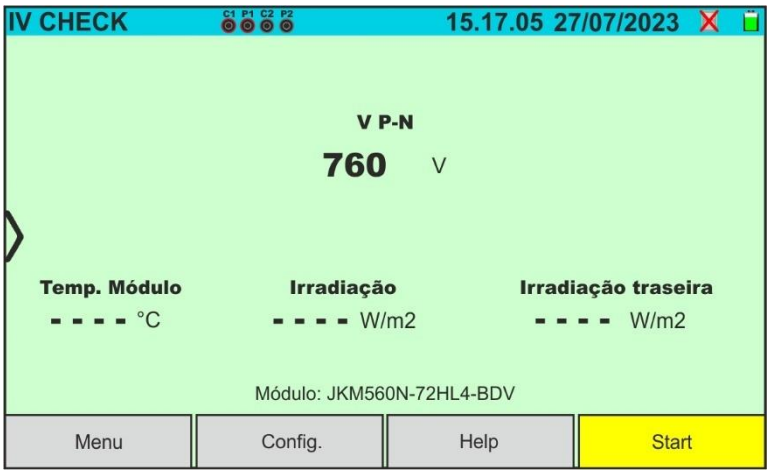

Fig. 59: Ecrã de teste inicial IVCK sem unidade remota em módulos Bifaciais
5. No caso dos módulos **Bifaciais**, o ecrã da Fig. 59 é apresentado no visor. São apresentados os seguintes parâmetros: